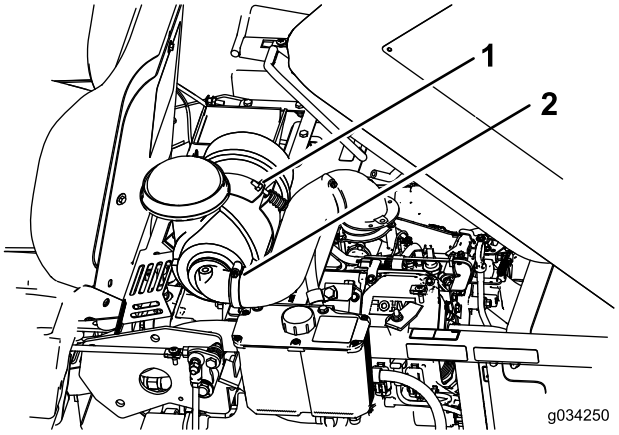

Figur 31
3. Løsne klemmen som fester slangen, og fjern luftrenseren (Figur 31).